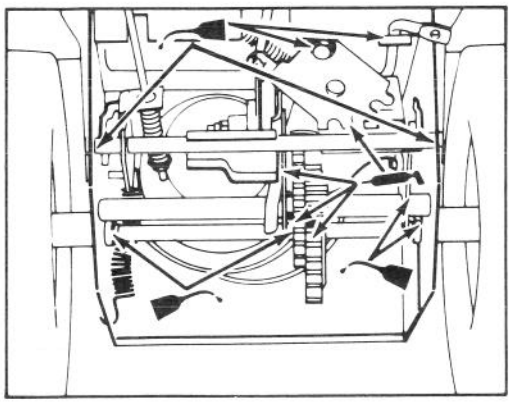

Abbildung 17
3. Die gekennzeichneten Punkte mit SAE 10W-40 Öl ölen (Abb. 17). Überschüssiges Öl abwischen.